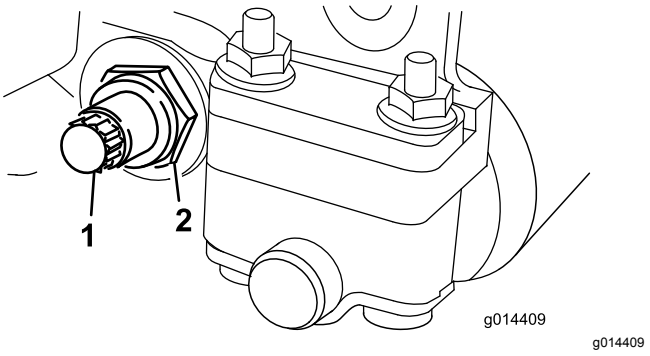

Figur 21
3. Løsn den låsemøtrik, som fastgør bundtværstangens bolt, på hver side af maskinen (Figur 21).
4. Afmonter bundtværstangens bolte, så bundtværstangen kan trækkes nedad og fjernes fra klippeenheden (Figur 21).